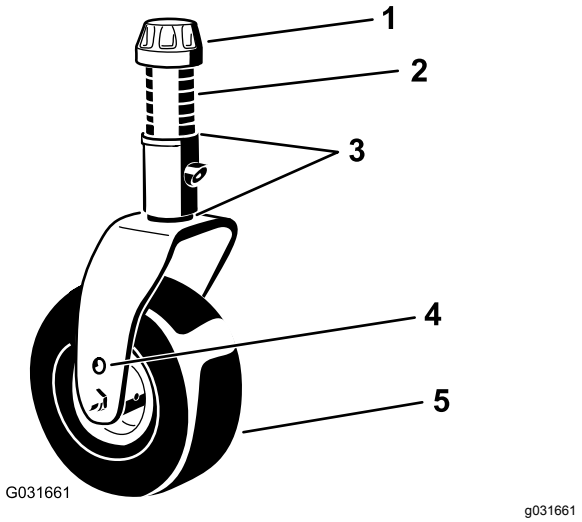

Bild 17
4. Lösen Sie die Spannkappe mit dem mitgelieferten Schraubenschlüssel für die Laufradkappe und nehmen sie von der Laufradspindelwelle ab. Schieben Sie die Laufradwelle aus dem Laufradarm heraus (Bild 17).
7. Legen Sie die Beilagscheiben (wie ursprünglich montiert) und die restlichen Distanzstücke auf die Welle (Bild 17).
8. Setzen Sie die Spannkappe ein und ziehen sie mit dem mitgelieferten Schraubenschlüssel für die Laufradkappe an (Bild 17).